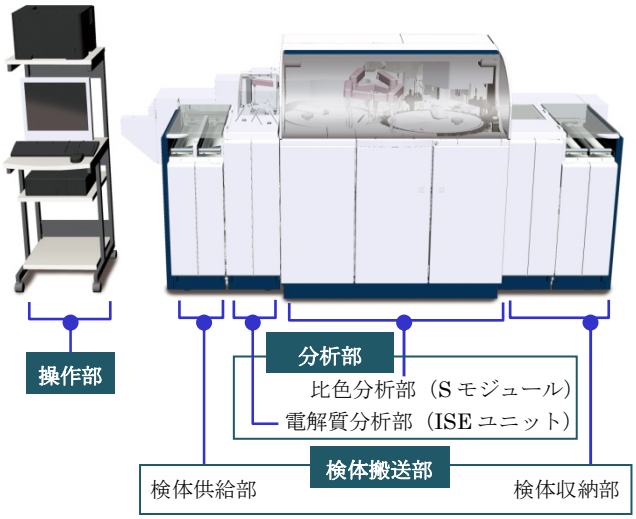

図 1　装置構成図（S モジュール 1 構成）
*装置寸法、電気的定格や質量を表 1 に示します。また、図 1 に装置構成図の一例を示します。本装置は EMC 規格 JIS C 61326-2-6:2019 に適合しています。